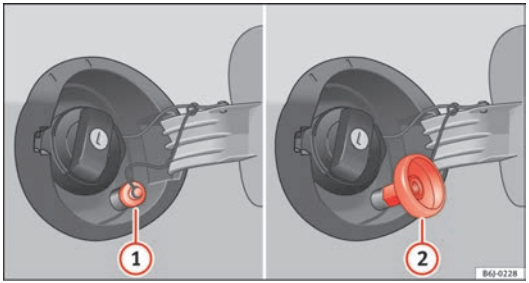

Fig. 122 Tapa del depósito abierta con boca de carga de GLP y adaptador.
– Desenrosque el tapón de la boca de carga de gas ⇒ fig. 122 (1).
– Enrosque el adaptador necesario ⇒ fig. 122 (2) en la boca de carga de gas (1).
– Desenrosque el adaptador ⇒ fig. 122 (2).
– Enrosque el tapón en la boca de carga de gas ⇒ fig. 122 (1).